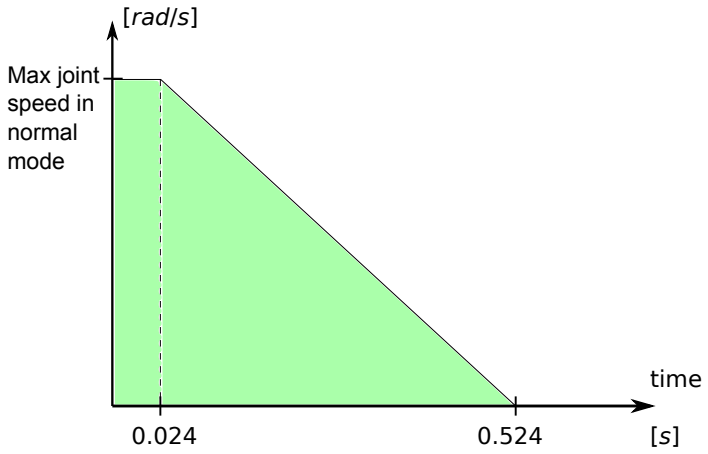

图 2.2: 斜坡下面的绿色区域即制动过程中允许的关节速度。在 0 点处，安全处理器检测到一个事件（紧急停止或防护停止）。减速从 24 ms 后开始。
1. 安全系统监控是否在 24 ms 内启动制动，参阅图 2.2。